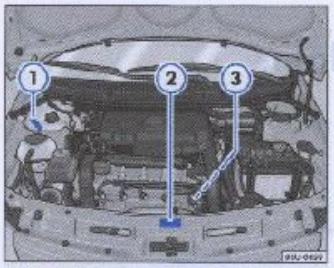

Fig. 155 Identificaciones en el vehículo
Las etiquetas de identificación con número parcial VIS[51] están fijadas en la columna de la suspensión derecha ⇒ fig. 155 ① y en la columna de la puerta delantera derecha. Estas etiquetas son destruidas cuando se intenta removerlas.
La etiqueta de identificación del fabricante está fijada en el travesaño delantero del vano motor ⇒ fig. 155 ②.
La grabación del número está localizada en la parte posterior del bloque, junto a la fijación de la transmisión ⇒ fig. 155 ③. En algunas regiones, este dato forma parte del documento oficial del vehículo.